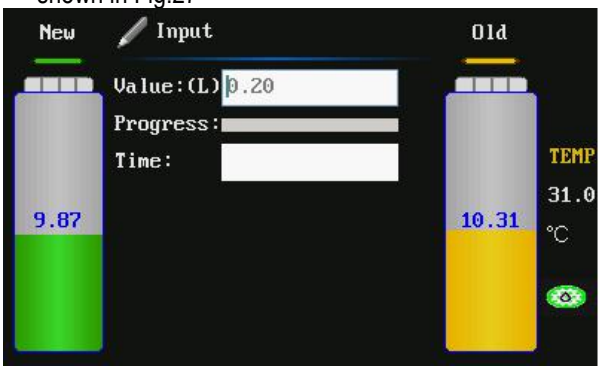

Fig.27
2) Input the amount to be filled, press OK key. As shown in Fig.27